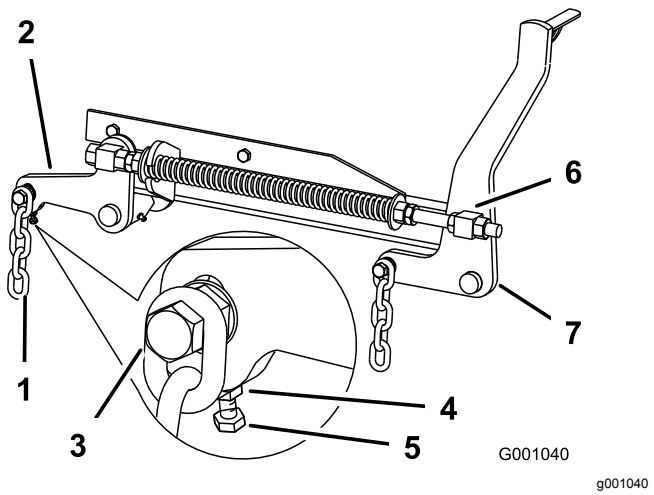

Figuur 105
7. Als de afstanden bij punten **B** of **C** niet correct zijn, maakt u de bout los waarmee de achterste ketting is bevestigd aan de achterste steunarm (Figuur 105).
8. Maak de contramoer onder de achterste steunarm los en draai aan de stelbout totdat de afstand 80 tot 83 mm bedraagt; zie Figuur 105.
7. Draai de contramoeren op de voorkant van de rechter- en linkerwartel ongeveer 13 mm los (Figuur 105).
8. Draai aan de drukmoeren op de linker- en rechterzijde van de machine totdat de voorkant van het maaimes 6 tot 10 mm lager staat bij **A** dan de achterkant bij **B** (Figuur 105).